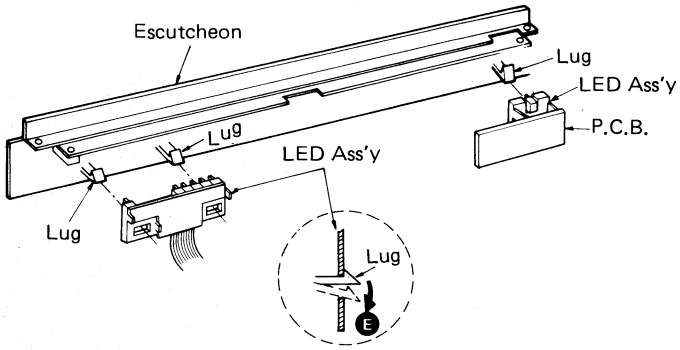

Fig. 5
6. The LED(indicator) assembly is secured with the lugs projected from the escutcheon of dial scale. So, bend the lugs in the direction of the arrow Ⓔ to detach the LED(indicator) assembly. [Fig. 5].